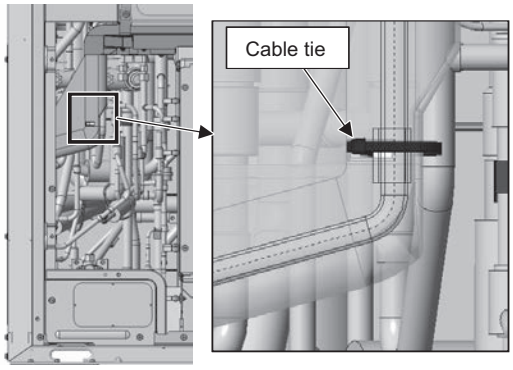

Figure 11
(4) Thread a cable tie through the rectangle hole on the screwed-down drain cover, and hold the silicon tube and the defrost pipe together in place. (See Figure 11.)